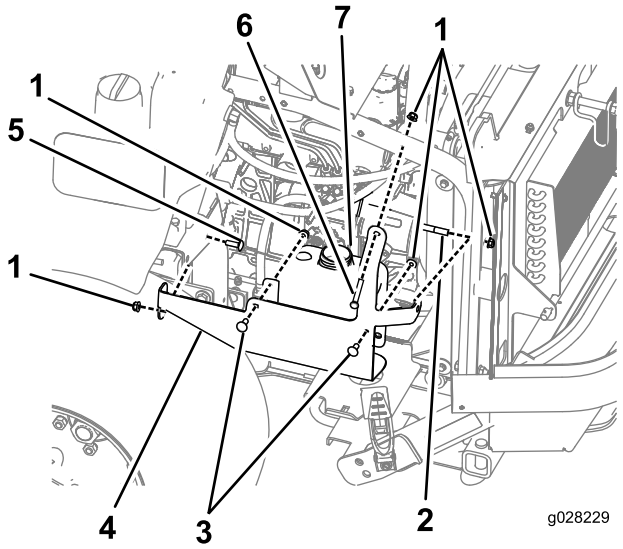

**Rysunek 27**
**Maszyny z silnikiem Kubota:** Zamontuj wspornik i zamocuj zbiornik spryskiwacza do ramy poprzez zamocowanie zbiornika do wspornika, a następnie wspornika do ramy maszyny, używając dostarczonych śrub z nakrętkami (Rysunek 27).